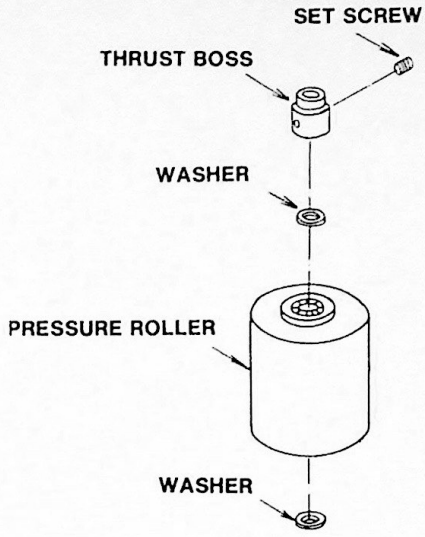

Figure 12. Pressure Roller Removal
1. Use a 1.5-mm hex wrench to remove set screw from thrust boss located at the top of the pressure roller (Figure 12).